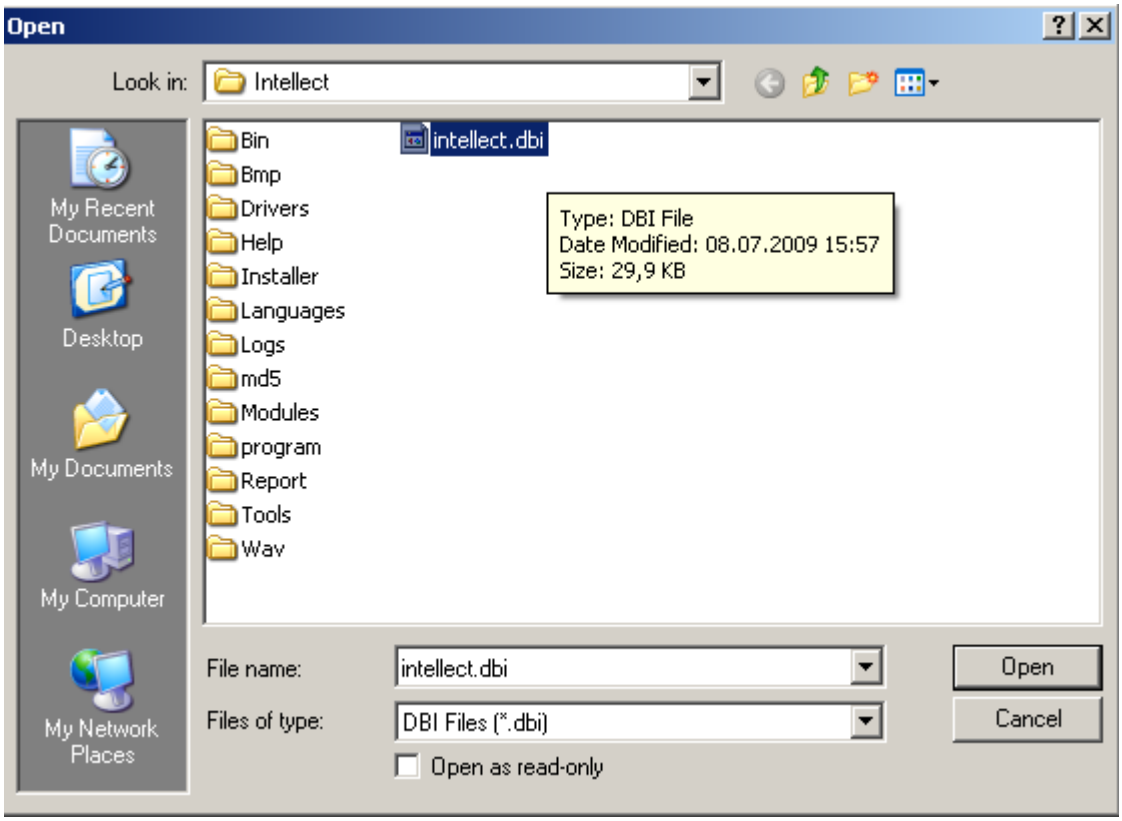

Figure 12.10-15 Openning the dbi.file
11. As a result the “Open” box appears (Figure 12.10-15).